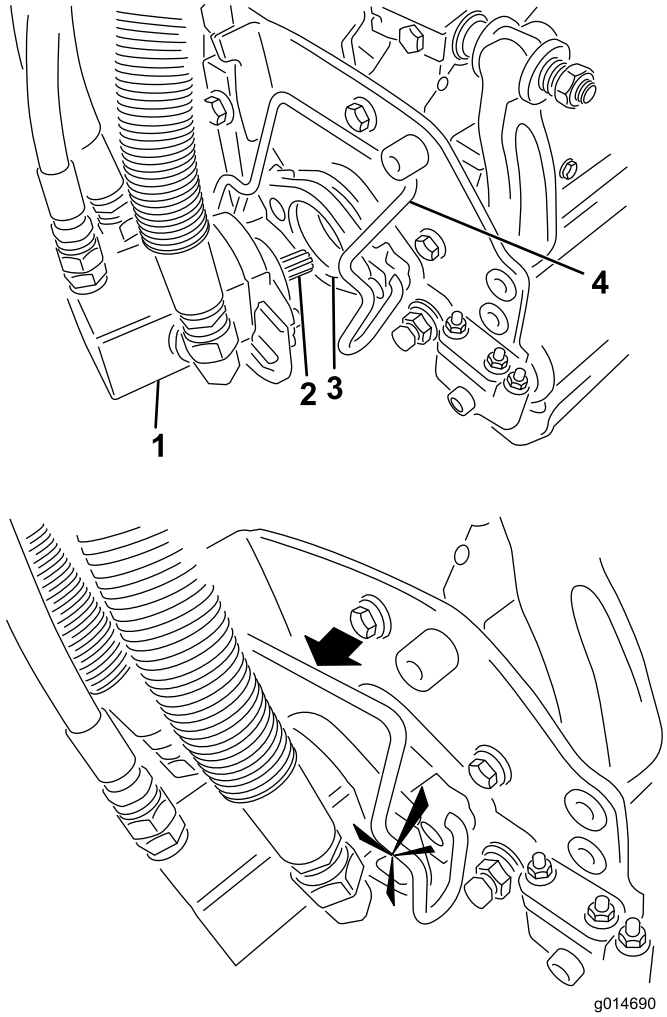

**Figur 34**
5. Kom rent smørefedt på notakslen på klippeenhedens motor (Figur 34).
6. Sæt motoren ind i klippeenhedens venstre side (set fra førersædet) og træk motorens holdestang på klippeenheden i motorens retning, indtil du hører et "klik" fra begge sider af motoren (Figur 34).